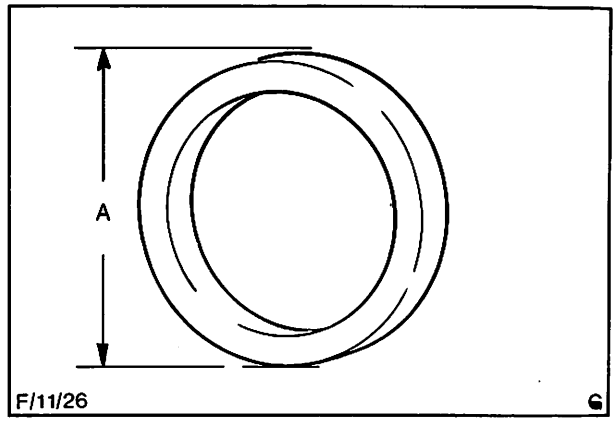

Abb. 4 Paßring für Aufnahmeflansch
a) Für eine genaue Ausrichtung des Rades auf dem Aufnahmeflansch mit Führungszapfen ist der Aufnahmeflansch in Verbindung mit einem Paßring, Abb. 4, zu benutzen. Der Paßring (Außendurchmesser 63,25 mm bis 63,28 mm paßt in die Nabenöffnung der Felge.